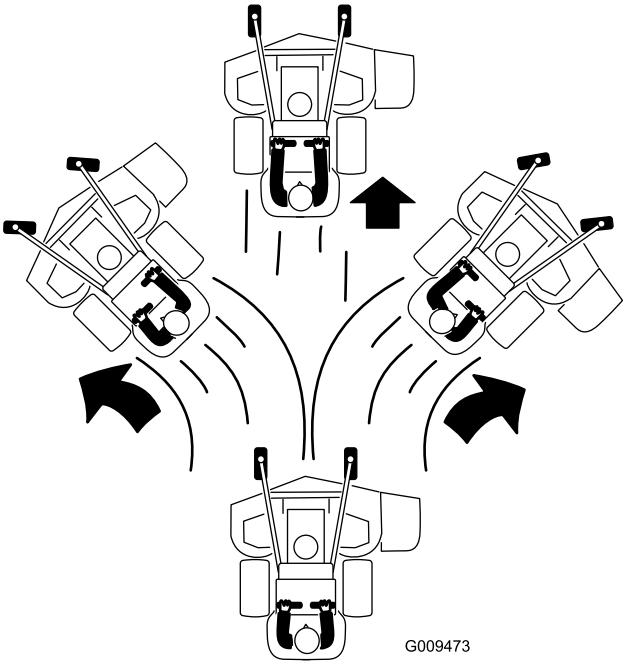

**Figur 23**
4. Skub bevægelseshåndtagene langsomt fremad (Figur 23).